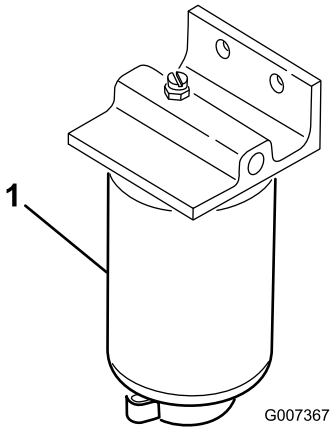

**Figuur 47**
1. Plaats een schone opvangbak onder het brandstoffilter (Figuur 47).
2. Reinig de omgeving van de plaats waar de filterbus wordt gemonteerd (Figuur 47).